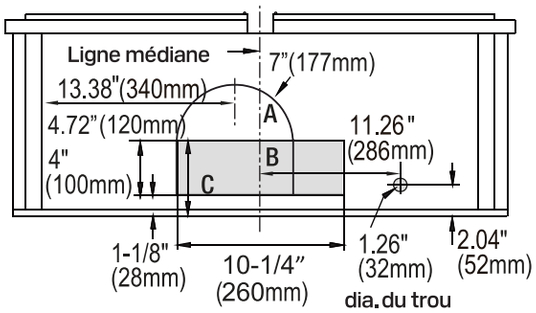
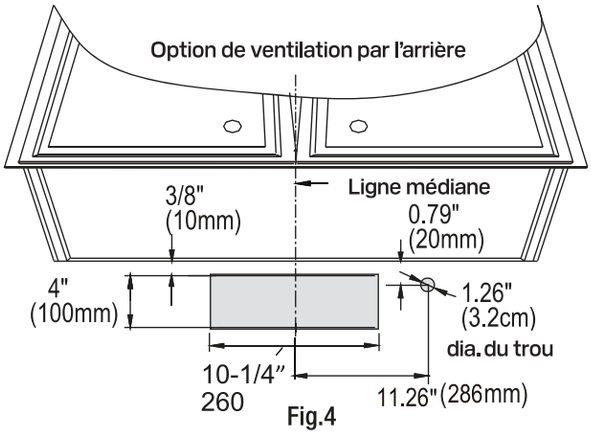

Fig.3
Fig.4
a. Déterminer si votre système de ventilation existant ventile par le haut ou par l'arrière, et vous assurer que les ouvertures dans l'armoire ou le mur du clapet et pour l'accès à l'alimentation électrique sont à des endroits appropriés et de tailles appropriées, comme indiqué à la Fig. 3 s'il s'agit d'une ventilation par le haut ou à la Fig. 4 s'il s'agit d'une ventilation par l'arrière. Pour l'option de ventilation par le haut (Fig. 3), dans le cas d'un adapteur rond, l'ouverture doit être A et B seulement. Si vous utilisez le clapet rectangulaire, l'ouverture doit être B et C seulement.